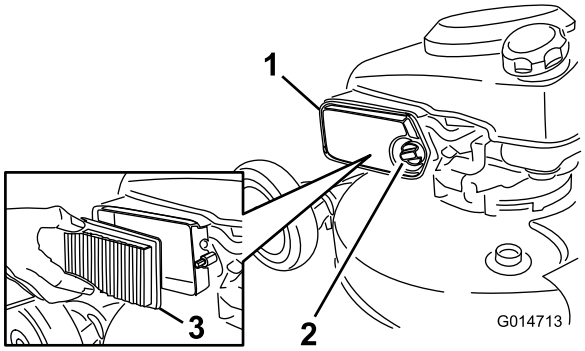

Figura 16
2. Pulse el botón de la tapa del limpiador de aire (Figura 16) y abra la tapa.